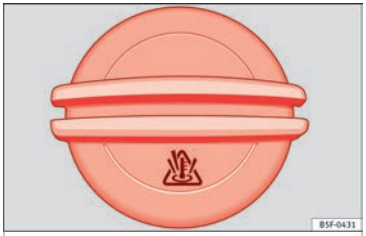

Fig. 170 In the engine compartment: Coolant expansion tank cap
- The coolant expansion tank is easily recognisable because of the symbol on the cap ››› **Fig. 170**.